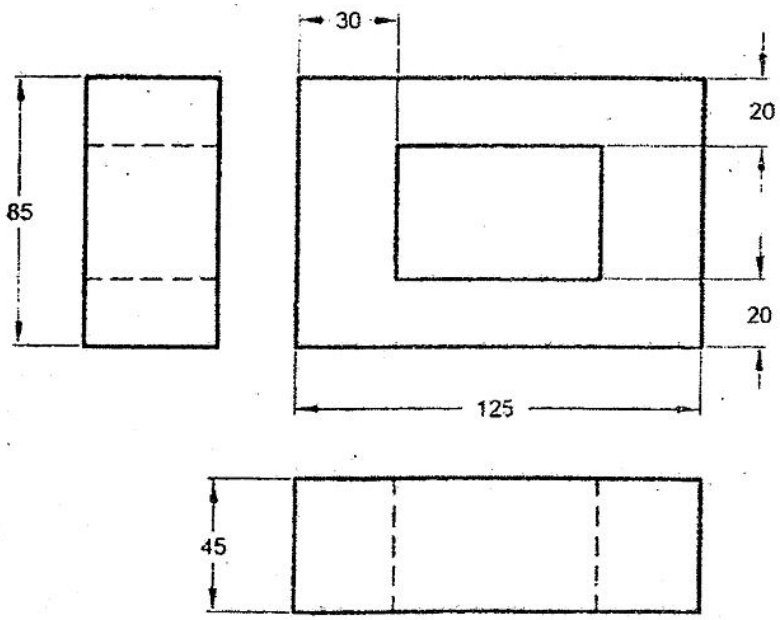

Figure 2 (شكل 2)
8. Draw the isometric view of the object given in figure 2.